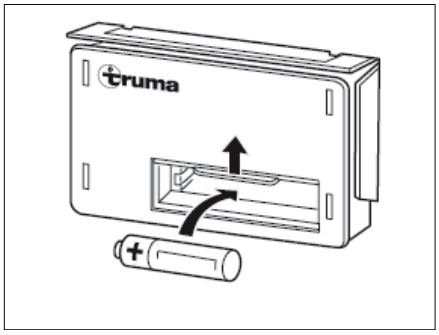

Fig. 100 Changing the batteries
- Slide the cover of the battery compartment at the automatic ignition (Fig. 100) upwards.
- Insert a new battery of the same type into the battery compartment of the automatic ignition, observing the correct polarity (+/-) (Fig. 100). Use only temperature-resistant (+70 °C) and leak-proof Mignon batteries.